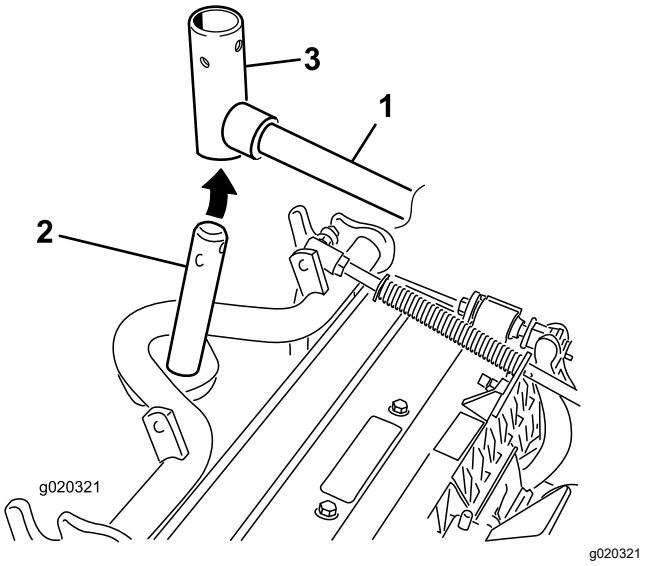

Figuur 10
3. Als u een voorste maai-eenheid monteert, moet u de maai-eenheid onder de hefarm schuiven, terwijl u de as van het draagframe in het juk van het draaipunt van de hefarm steekt (Figuur 10).
2. Plaats het juk van de hefarm op de as van het draagframe (Figuur 10).